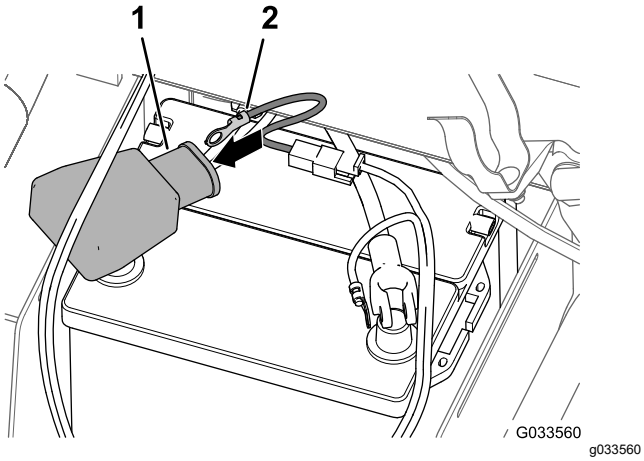

Figure 29
4. Align the ring terminal of the fusible link (sprayer wire harness) though the wide battery cover as shown in Figure 29.